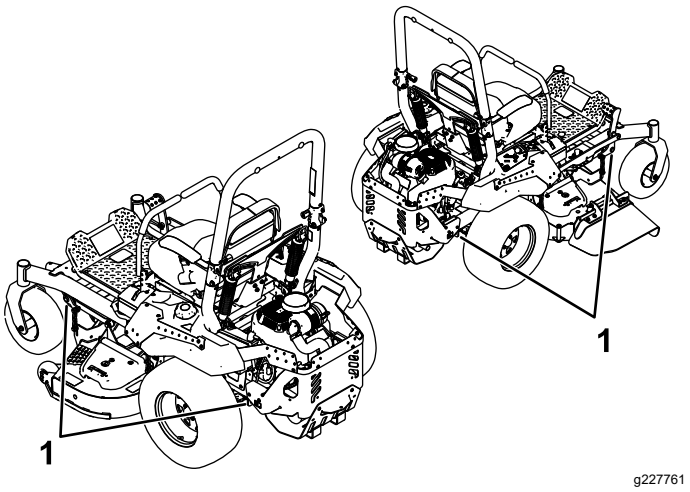

Figur 36
6. Fest maskinen nær de fremre styrehjulene og den bakre rammen med stropper, kjettinger, kabler eller tau (Figur 36). Se lokale bestemmelser for krav om festing.